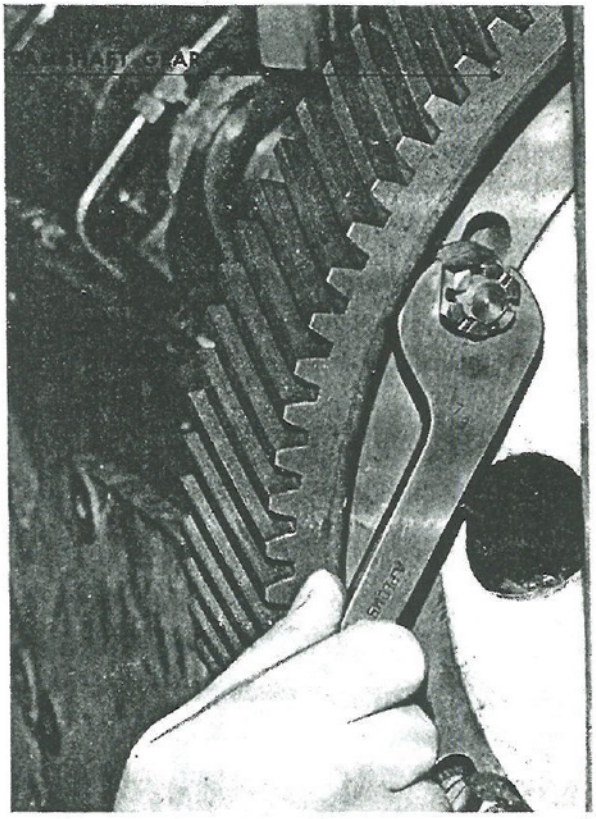
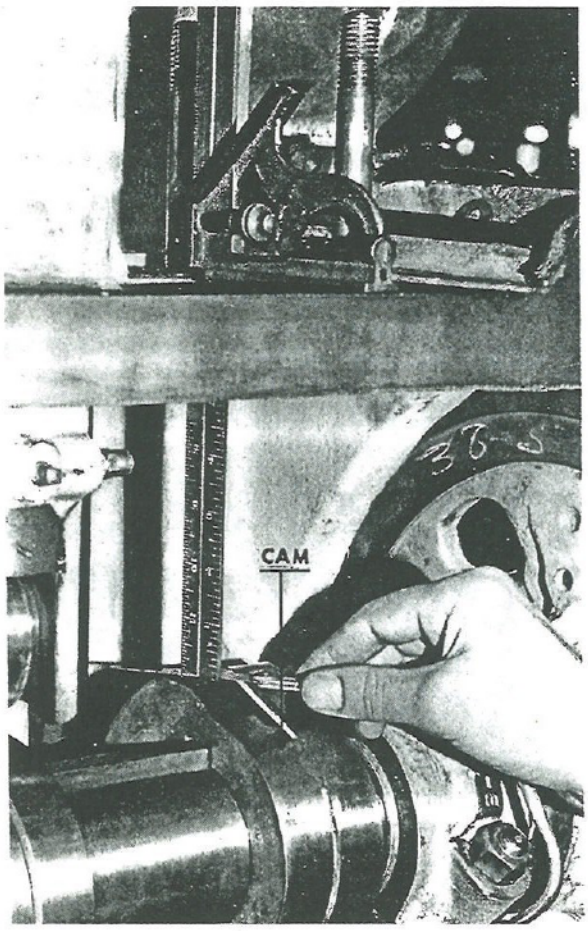

Fig. 80. Camshaft Gear Ring Loosening
Fig. 81. Camshaft Balancing to Exact Measurements
b. At the front end of the engine loosen the nuts that secure the cam gear ring to the cam gear hub, as illustrated in Fig. 80, and rotate the shaft in the direction required to balance the camshaft. When the camshaft is balanced to approximately even measurement, check again with a square and rule, using this time a feeler gauge under the rule to obtain the exact measurements, as illustrated in Fig. 81. When this is done, the camshaft is balanced. Resecure the nuts on the camshaft gear ring, replace Nos. 1 and 2 fuel pumps and tappets, and proceed to time the fuel pumps in the proper firing order.